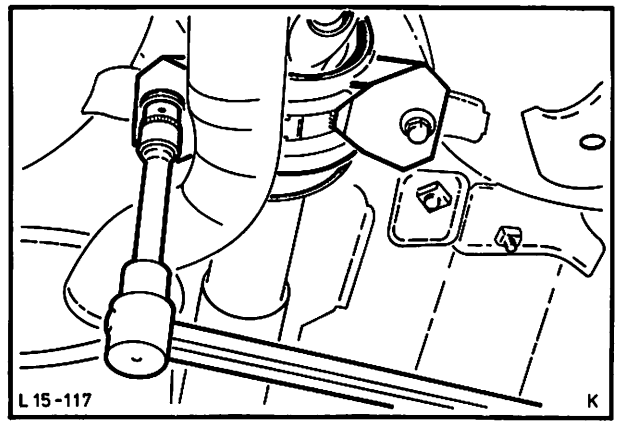

Abb. 184 Mittellagerschrauben mit vorgeschriebenem Drehmoment festziehen
7. Mittellager parallel zur Gelenkwelle und spannungsfrei mit vorgeschriebenem Drehmoment festziehen, Abb. 184.